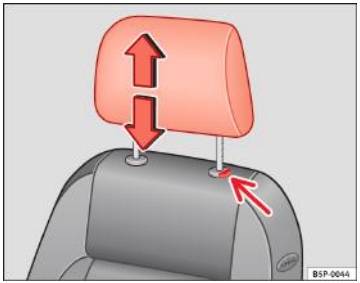

Fig. 71 Reglarea şi demontarea tetierelor
– Apăsaţi butonul ⇒ fig. 71 (săgeata).